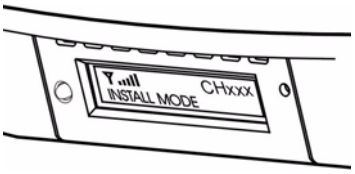

**Figure 3.6: Displayed signal strength**
10. It is recommended that various outside roof and exterior wall locations, and locations within the building be tested to identify the best DU location. The LCD display on the DU will help you identify the location where the signal strength is strongest. The LCD display on the CU indicates the signal strength that the DU is receiving. figure 3.6 shows 5 bars of signal strength. Five bars is maximum.